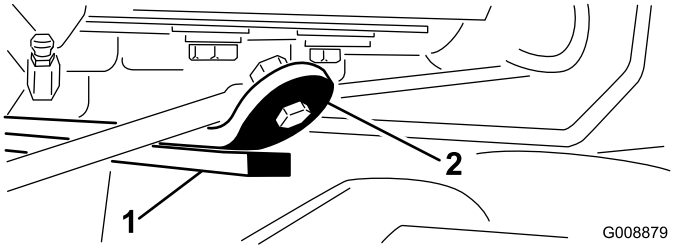

**Figur 28**
3. Start motoren, hæv løftearmene, og sørg for, at afstanden mellem slidbåndet oven på slidstangen på den bageste klippeenhed og kofangerbåndet er 0,51-2,54 mm (Figur 28).